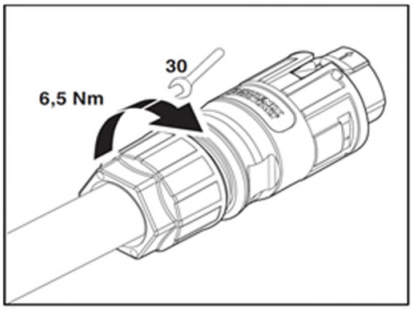

Abb. 17: Kabelverschraubung festziehen
- Schieben sie den Kontaktträger in das Gehäuse, bis er deutlich hörbar einrastet (Abb. 17).